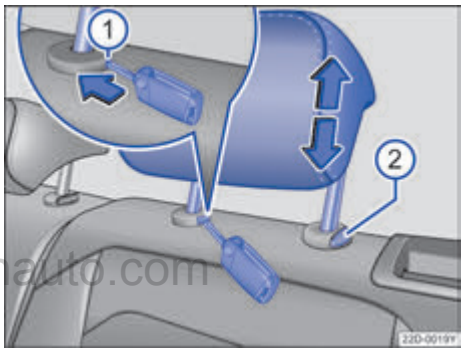

图 65 拆卸和安装后排头枕
– 用手按住按钮→ 图 65①。
– 同时按压按钮②，另一人将头枕完全拔出
– 按住按钮→ 图 65②向下移动头枕。▶